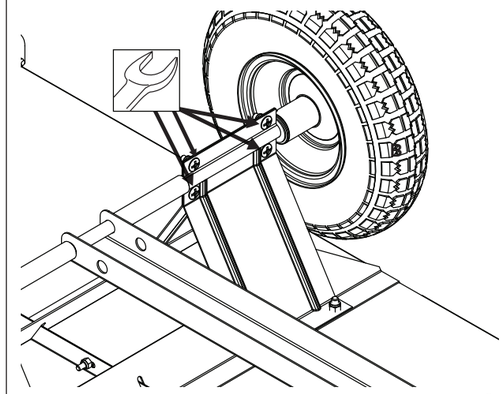

Figure 16
STEP 16 (SEE FIGURE 16): Tighten hardware installed on Step 11.
STEP 17 (SEE FIGURE 17): Install the latch lock lever (13) by inserting a 5/16" x 3" hex bolt (A) through one side of the draw bar tongue (15), a spacer (B), the latch lock lever (13) a spacer (B), the other side of the draw bar tongue (15), and a 5/16" nylock nut (G) as shown in figure 16. Tighten hardware.